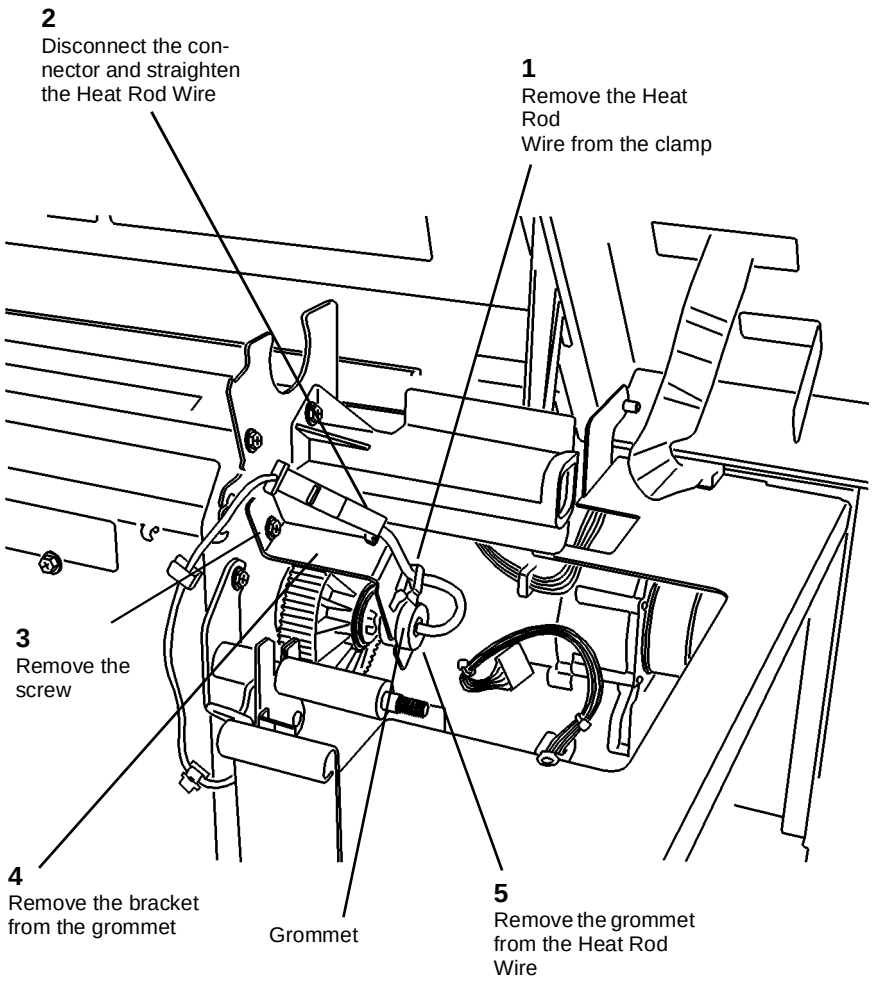

**Figure 1 Removing the Bracket and Grommet (Right Side)**
3. (Figure 1): Disconnect the Heat Rod (Right Side).